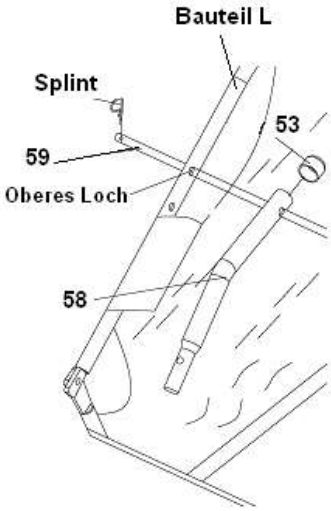

Abbildung 17
- Verbinden Sie beidseitig das Taschenarmrohr (58) mit dem seitlichen Rahmenrohr (L).
- Schieben Sie von außen die Verbindungsstange (59) durch die obere Bohrungen von Bauteil L und durch die Taschenarmrohre und sichern Sie die Stange mit den Splinten.
- Stecken Sie auf jedem Taschenarmrohr (58) eine Vinyl-Kappe (53) auf (siehe Abbildung 17).